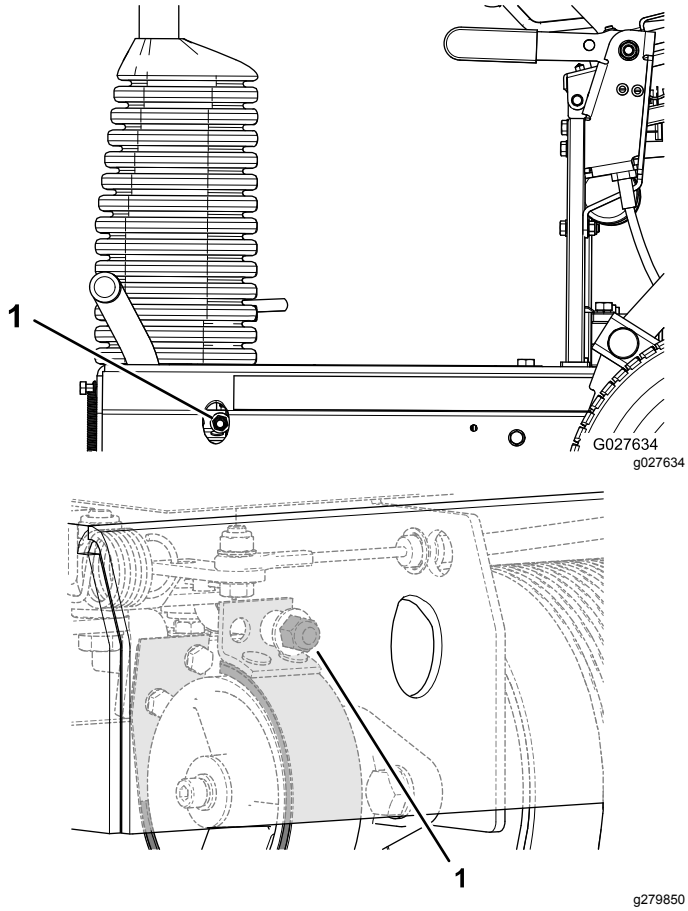

**Figura 34**
- Para aumentar a força do travão, rode a porca do travão no sentido dos ponteiros do relógio (Figura 34).
- Para diminuir a força do travão, rode a porca do travão no sentido contrário ao dos ponteiros do relógio (Figura 34).